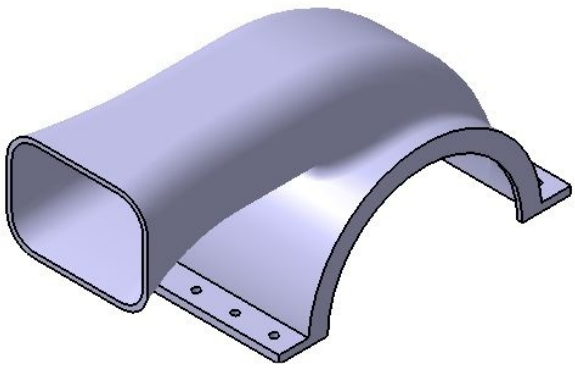
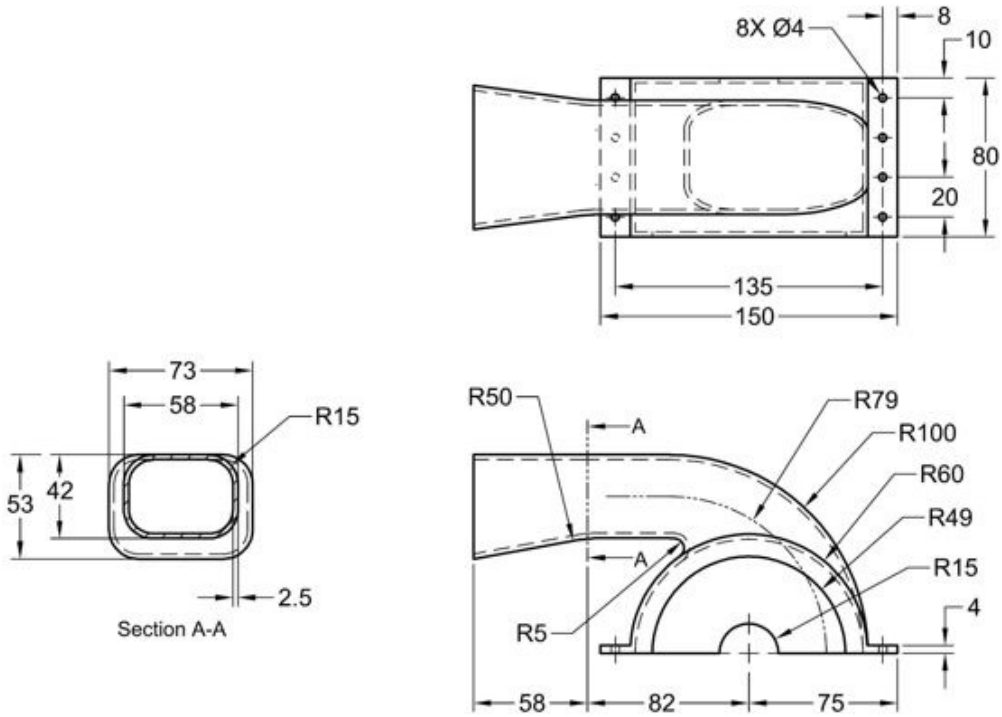
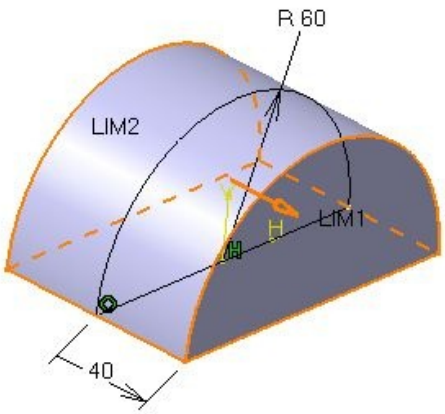
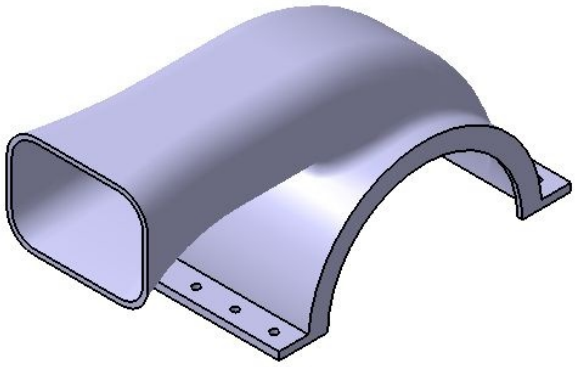

Figure 9-53 *Model of the Upper Housing for Tutorial 1*
Figure 9-54 *Views and dimensions of the Upper Housing*
Figure 9-55 *Preview of the base feature*
Figure 9-65 *Final model of the Upper Housing*
In this tutorial, you will create the model of the Upper Housing shown in Figure 9-53. Its orthographic views and dimensions are shown in Figure 9-54. **(Expected time: 1 hr)**
a. Create the base feature of the model, refer to Figure 9-55.
f. Create other features to complete the model, refer to Figure 9-65.
1. Invoke the **Pad** tool and create the base feature by extruding the semicircular sketch, drawn on the zx plane, to both sides of the sketching plane. For dimensions and parameters of the pad feature, refer to Figure 9-54. The preview of the resulting base feature is shown in Figure 9-55.
6. Create a simple hole and then pattern it. Refer to Figure 9-54 for the dimensions and position of holes. The final model after creating all features is shown in Figure 9-65.